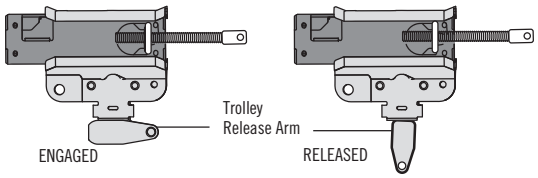

Figure 1
2. Open the door all the way and place a 2x4 laid flat on the top section beneath the rail (Figure 1).